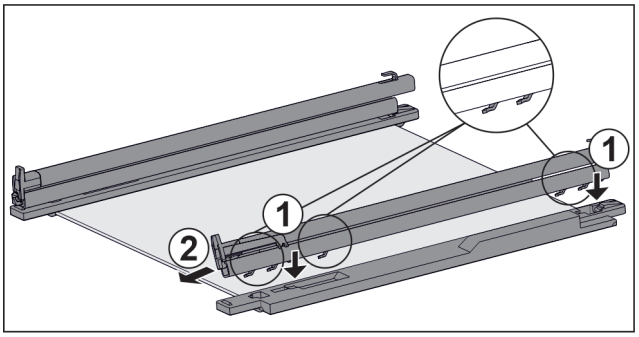

Fig. 131 Glass shelf with rails and retaining parts
▶ Place rail hooks onto the openings of the **left** retaining part. *Fig. 131 (1)*
▶ Push rail forwards. *Fig. 131 (2)*
▶ Place rail hooks onto the openings of the **right** retaining part. *Fig. 131 (1)*